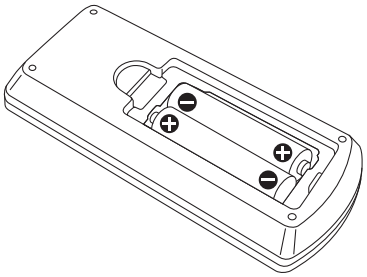

Fig. 2
2) Introduzca las pilas y cierre la tapa (introduzca primero el lado "⊖"). (Fig. 2)